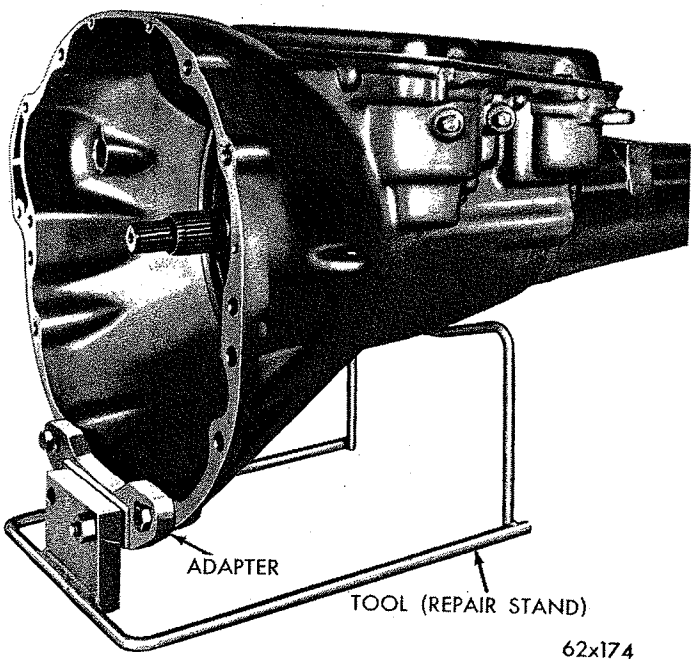

**Fig. 55—Transmission Installed in Repair Stand**
**A-904-LA, A-727-A and B:** Use adapter C-3882, with repair stand to support these transmissions (Fig. 55).